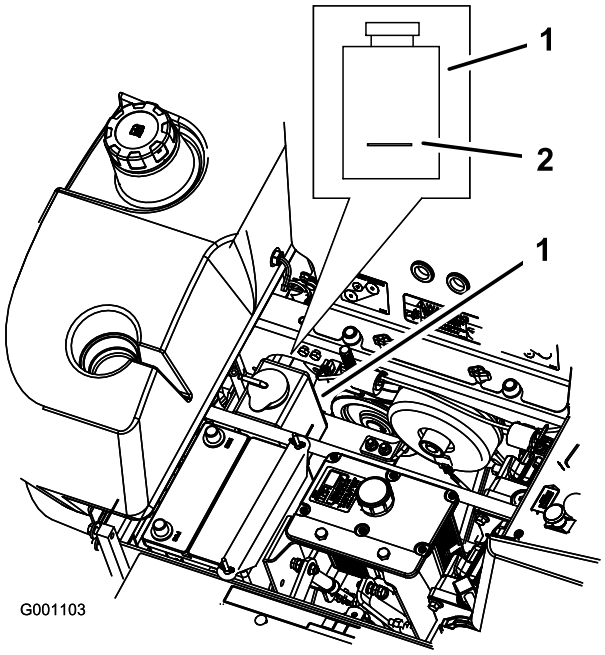

Figur 57
3. Kontrollera nivån i överströmningsbehållaren medan motorn är kall. Vätskan ska nå upp till utbuktningen på utsidan av överströmningsbehållaren (Figur 57).
4. Om kylvätskenivån är låg tillsätter du en 50/50-blandning av frostskyddsmedel med förlängd hållbarhet/Dex-Cool® och vatten i överströmningsbehållaren (Figur 57).
5. Tillsätt 50/50-blandningen till överströmningsbehållaren och fyll den upp till indikatorstrecket på behållaren (Figur 57).